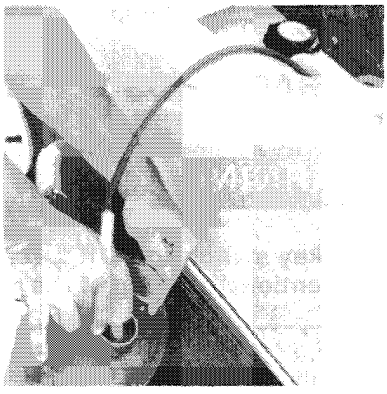

Figure 3-11
2. Using a siphon with a suction device **(Figure 3-11)**, drain all of the gasoline out of the tank into an approved gasoline container.